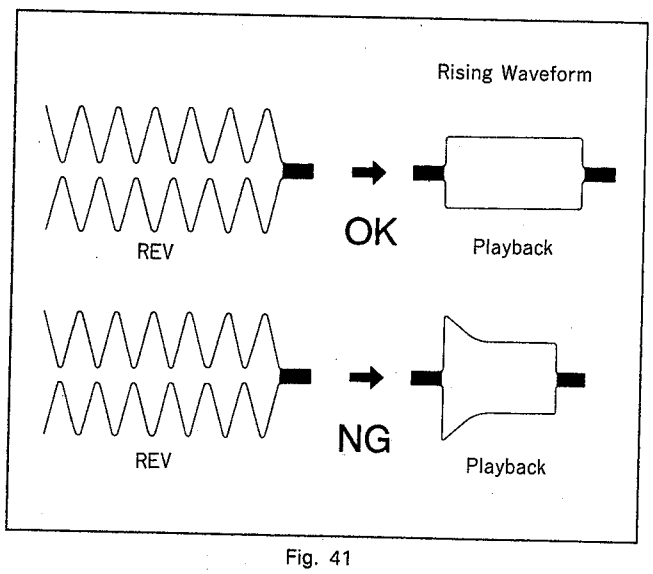

Fig. 41
6) If the waveform is not normal (Fig. 41), turn the upper flange ③ of the No. 2 guide (TG2) ① 90° counterclockwise and repeat step 5.